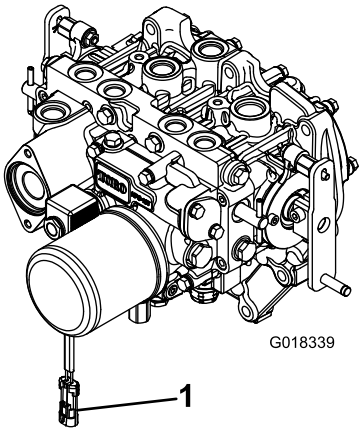

Figur 3
2. Koppla bort ledningsnätets kontaktdon från kraftuttagets elektromagnetiska spolkontaktdon (Figur 3).
8. När du har anslutit drivaxelns andra ände till redskapet växellådsaxel ska du ansluta ledningsnätets kontaktdon till kraftuttagets elektromagnetiska spolkontaktdon (Figur 3).